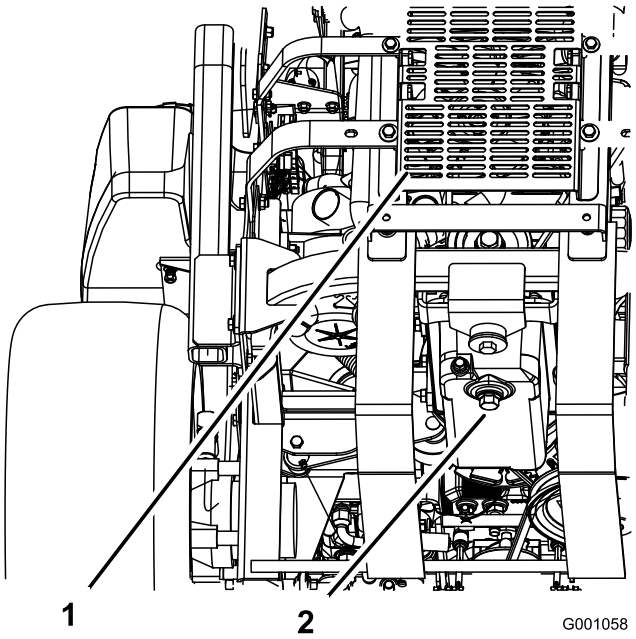

Figuur 43
5. Plaats een opvangbak onder de aftapplug. Verwijder de aftapplug en laat alle olie weglopen (Figuur 43).